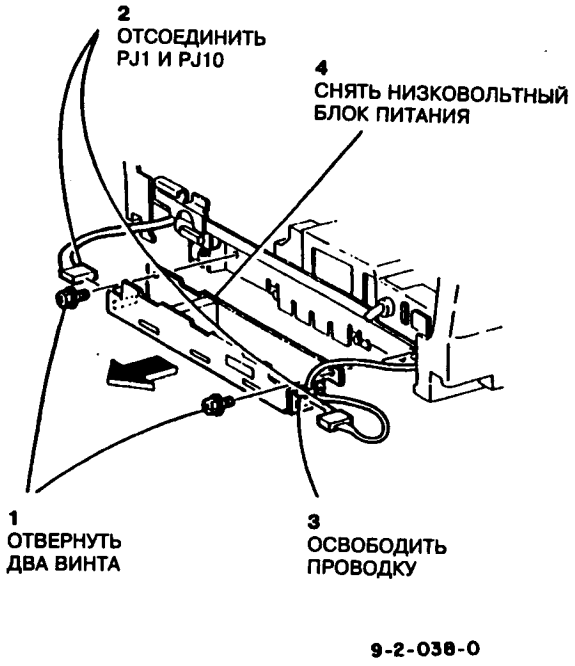

Рис.1 Снятие низковольтного блока питания
3. Снять низковольтный блок питания (LVPS) (рис.1).